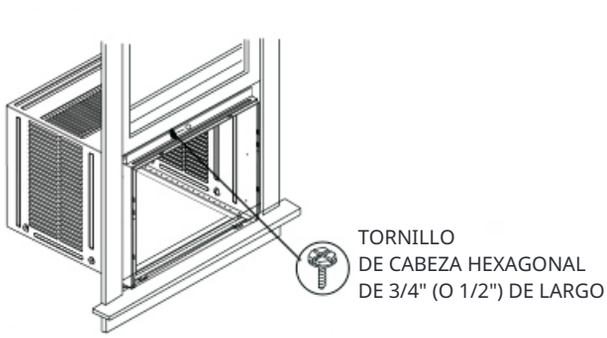

Fig.17A
4. Coloque el ángulo superior en el marco de la ventana: Use una broca de 3/32" para perforar un agujero a través del agujero en el centro del ángulo superior en el marco de la ventana, y conduzca un tornillo de bloqueo de cabeza hexagonal de 3/4" (o 1/2'') a través del agujero en el centro del ángulo superior en el marco de la ventana como se muestra (Fig.17A)